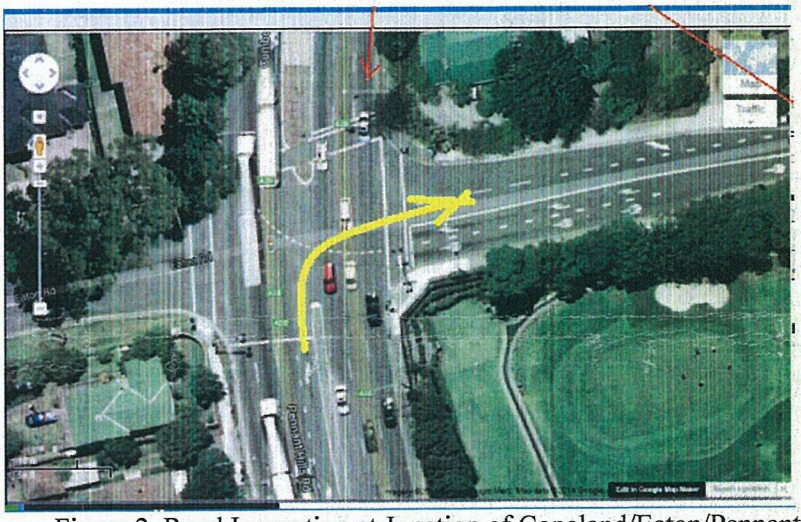

Figure 2. Road Inspection at Junction of Copeland/Eaton/Pennant Hill Roads
B. Existing traffic condition inspects at Eaton Road Junction – Figure 2 is the road inspection at 5:00pm (busy hour in week day)